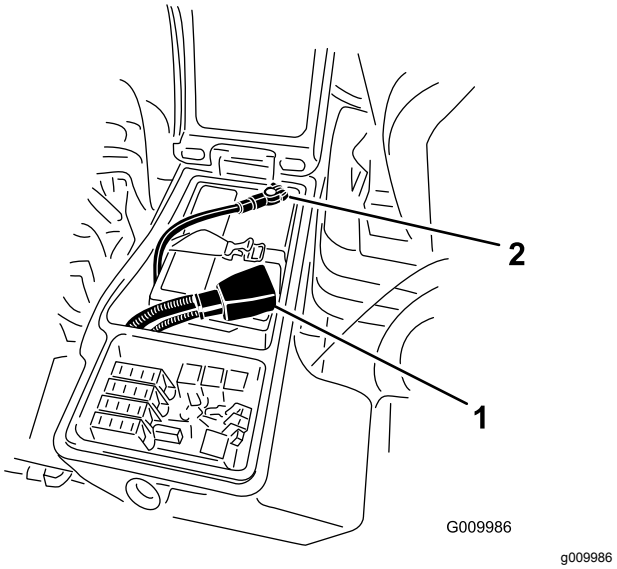

**Figur 61**
4. Fäst pluskabeln (röd) till plusanslutningen (+) och minuskabeln (svart) till minusanslutningen (–) på batteriet (Figur 61).